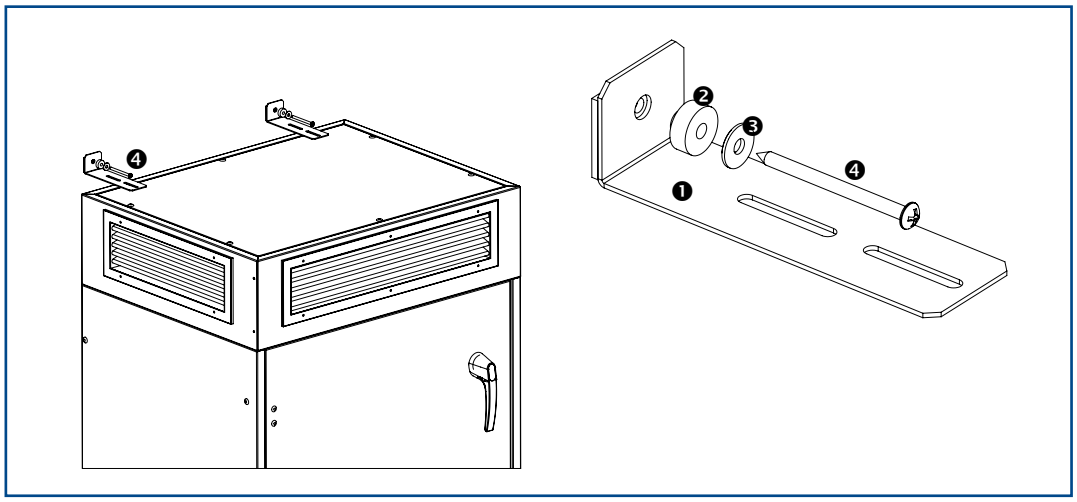

Fig. 2
Deux équerres de fixation (pos. 1) dotées de tampons en caoutchouc (pos. 2) et de rondelles (pos. 3) sont prévues pour assurer la stabilité de l'appareil (voir „05.02 Accessoires fournis à la livraison" auf Seite 8 et fig. 2).